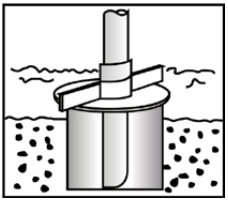

Figura 10 - Tampa do poço
• Antes de conectar o último tubo, deve-se encaixá-lo na tampa do poço (flange de boca de poço), conforme mostra a figura 10.